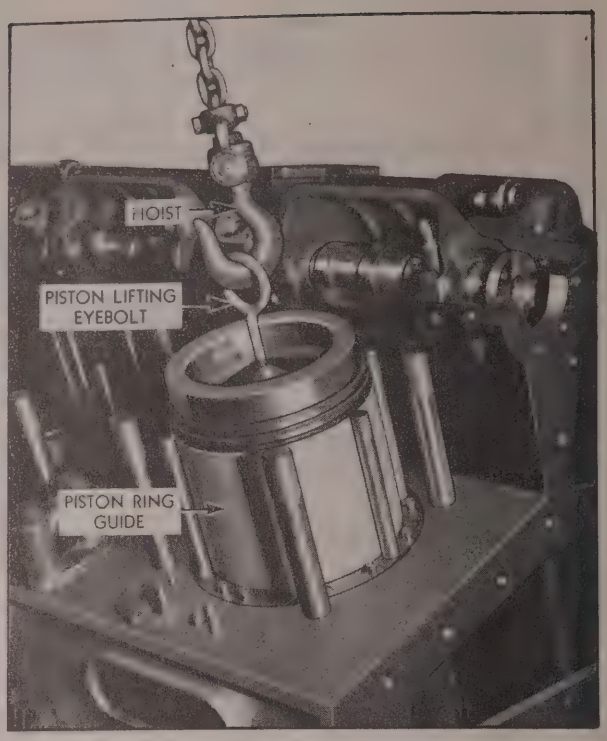

Fig. 9H
2. Install ring guide in top of liner and oil inner surface, Fig. 9H. Turn crankshaft until crankpin is at top dead center. With bearing cap removed, lower piston assembly carefully in liner. Cylinder numbers on piston and connecting rod must face left side of engine. The side of the connecting rods marked G.E. should face the power take-off end of the engine. The side of the rods marked B.E. should face the blower end of the engine. Use care to avoid scratching liner with connecting rod. Pay particular attention to each ring as it enters ring guide. Remove piston eyebolt.